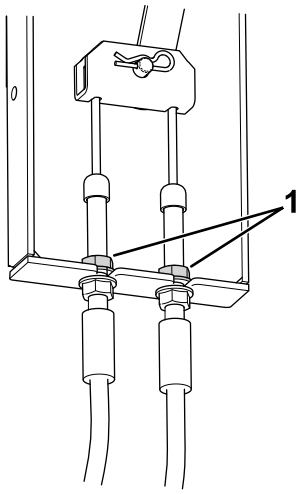

Рисунок 72
3. Найдите крепление троса тормоза (Рисунок 72) под левой стороной машины рядом с левым колесом.